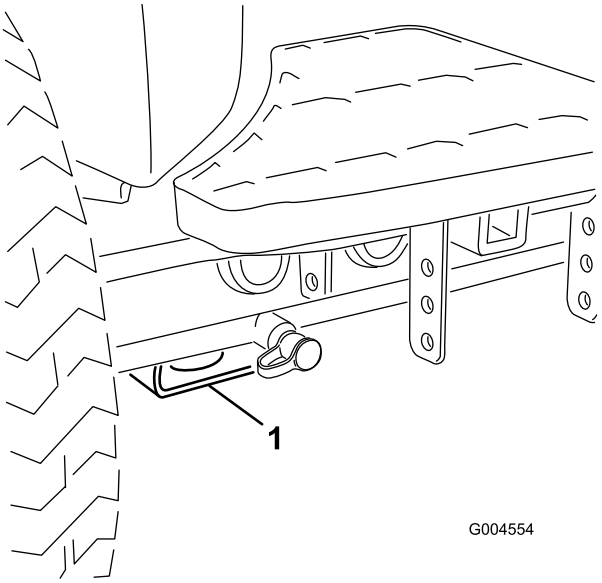

Figur 40
- For – rektangulær plade, under akselrøret, indvendigt i forhold til hvert fordæk (Figur 40).